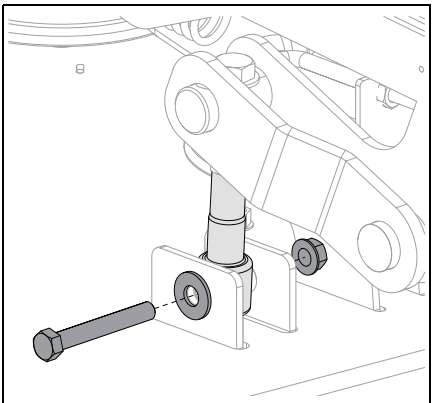

Figure 60
9. Remove hardware retaining deck-lift links to mower deck. See Figure 60.